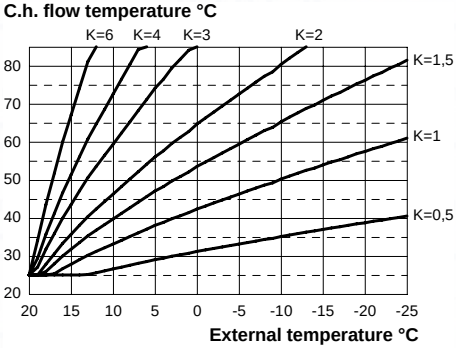

Fig. 7.19
If the boiler is **EQUIPED** with the remote control (optional) refer to Fig. 7.19.
When installing the external probe it is necessary to set this parameter based on the efficiency of the heating plant in order to optimise the flow temperature (Fig. 7.19).
E.g. In order to have a flow temperature at the heating plant of 60°C with an external temperature of -5°C, set a K at 1.5 (sectioned line in Fig. 7.19).
- Using keys 15 or 16 it is possible to change the value of parameter 15 from a minimum of **01** to a maximum of **60** based on the selected bend of the K coefficient in Fig. 7.19 (the value read on the display corresponds to K coefficients decimal values).